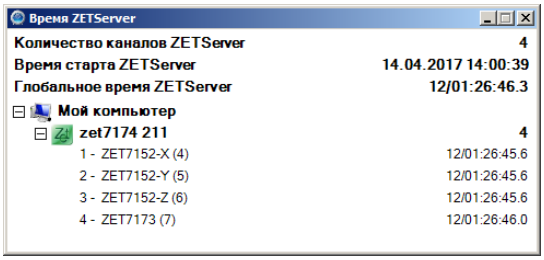

Рис. 2.2 Пример окна «Время ZETServer» с идентификаторами устройств, входящих в состав сейсмографа
- убедиться, что в окне программы «Время ZETServer» (*Рис. 2.2*) появилась информация о подключении сейсмографа (определились измерительные каналы и началось непрерывное и синхронное изменение времени каналов)